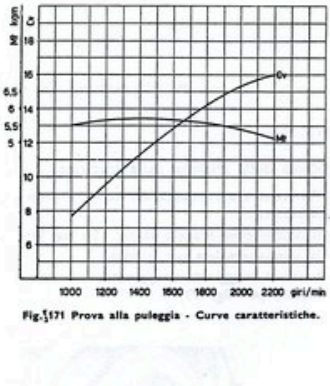

Fig. 171 Prova alla puleggia - Curve caratteristiche.
3) Ricercare le perdite di rendimento sul motore. Nel caso di prova alla puleggia, le potenze ai vari regimi dovranno corrispondere a quelle del diagramma di fig. 171.